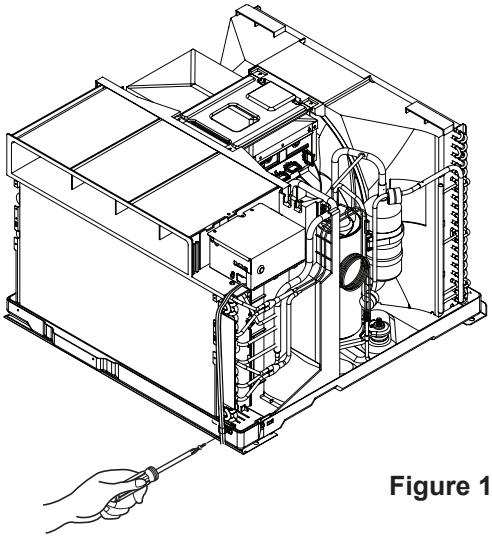

Figure 10
5. Remove the two screw of power cord clamper on the front of base pan. (See Figure 10)